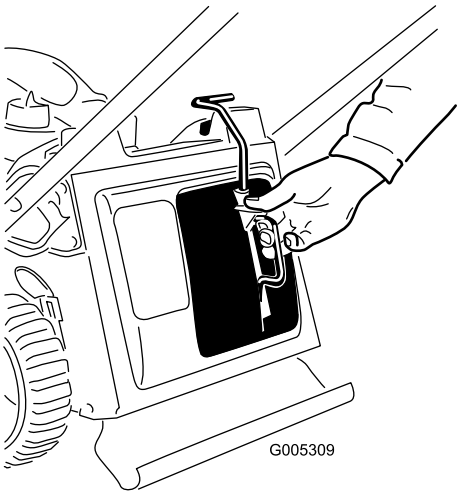
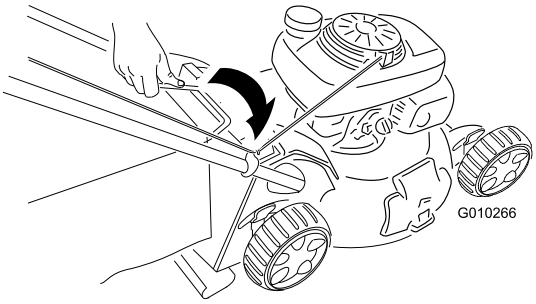

Figur 18
Figur 19
1. Monter kvernepluggen (Figur 18) eller gressposen (Figur 19) på gressklipperen.